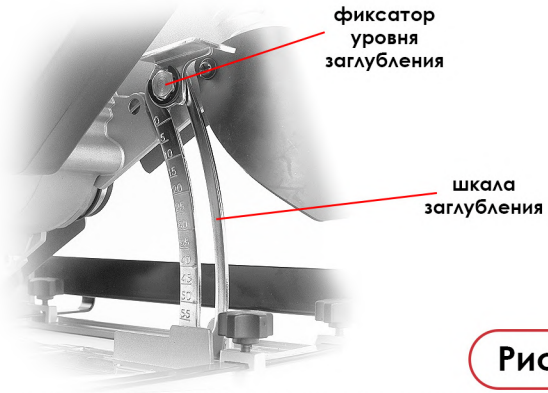

Рис.2
1. Ослабьте рычаг фиксатора глубины реза (Рис. 2).